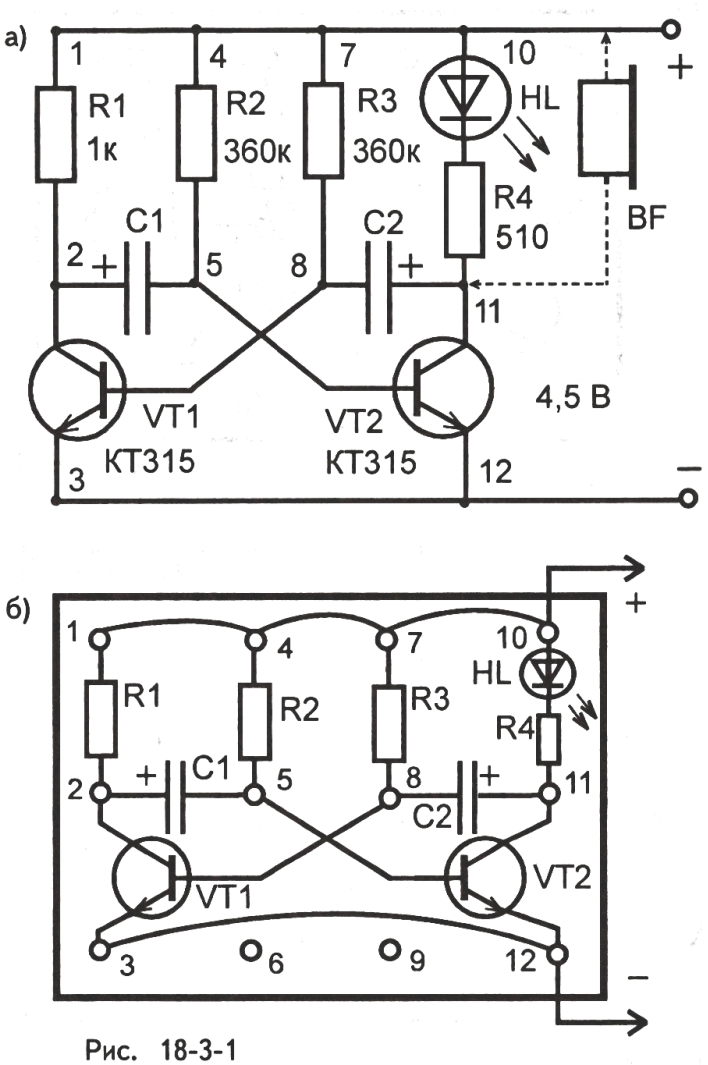

Рис. 18-3-1
1. Соберите цепь по рис. 18-3-1, где в качестве конденсаторов *C1* и *C2* используйте оксидные конденсаторы емкостью от 0,01 мкФ до 500 мкФ, имеющиеся в вашем распоряжении.